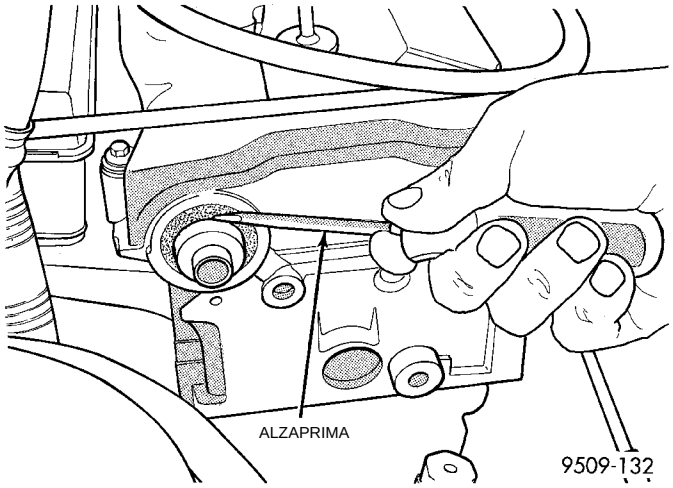

Fig. 54 Desmontaje de las juntas de aceite del árbol de levas
(3) Retire la junta del árbol de levas mediante un alzaprima. Tenga cuidado de no mellar o dañar la superficie de junta del árbol de levas o el hueco de retención de la junta en la culata de cilindros (Fig. 54).